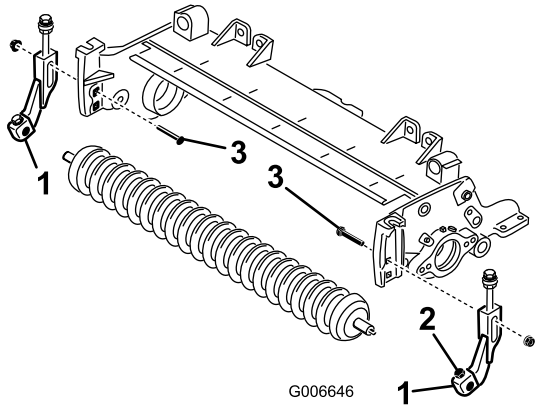

Figuur 6
11. Centreer de rol tussen de maaihoogtebeugels en zet deze met de tapbouten en de borgmoeren vast op de beugels (Figuur 6).